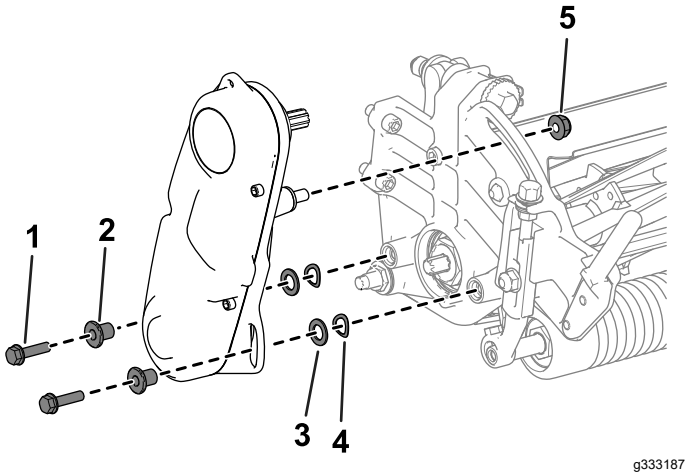

Figur 3
1. Ta bort fästelementen som fäster cylinderdrivsatsen vid sidoplåten (Figur 3).
2. Avlägsna cylinderdrivsatsen, planbrickorna, fjäderbrickorna och distansbrickorna från sidoplåten (Figur 3).